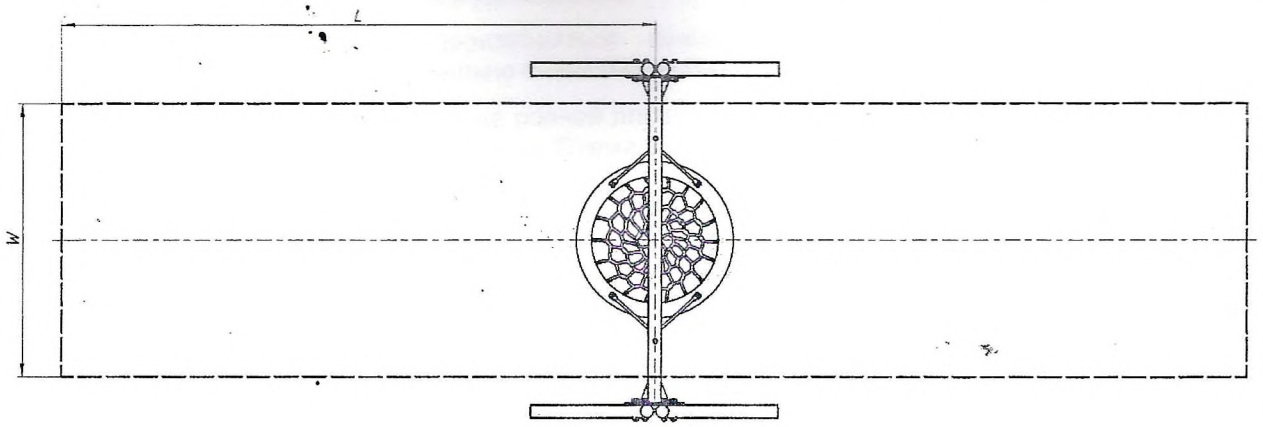

Рис. 5 Схема зоны приземления
L – длина зоны приземления, рассчитывается как сумма A и B, или A и C (Рис. 5).
11.2. Монтаж оборудования производится на ровной площадке, свободной от насаждений. Размер площадки указан в п.10.4 Чертежи и схемы, Схема зоны приземления (Рис. 5).